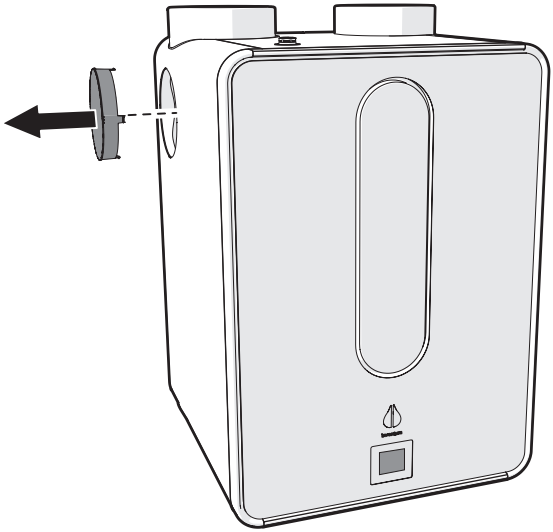

*Figuur 24 Verwijder de dop om gebruik te maken van de optionele aansluiting.*
1. Verwijder de dop zoals weergegeven in figuur 24.